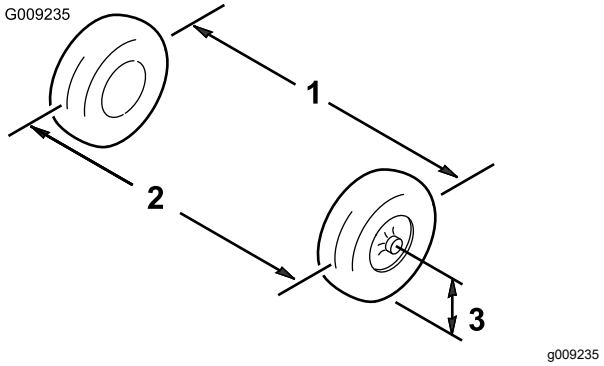

Bild 58
2. Messen Sie den Abstand zwischen beiden Vorderreifen auf Achshöhe (an der Vorder- und Rückseite der Vorderreifen) (Bild 58).